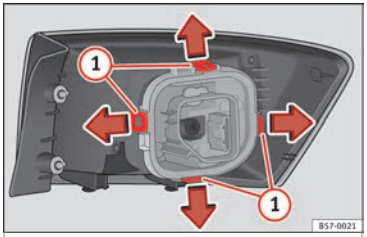

Fig. 112 Retaining tabs on reverse side of tail light.
7. Disassemble the bulb holder unlocking the securing tabs ››› **Fig. 112** (1).